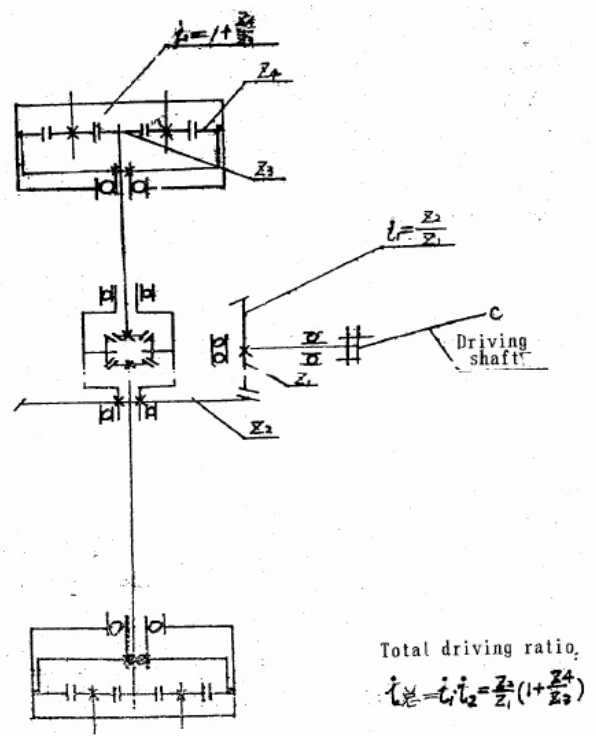

Fig. 3.4-2 Chart of driving system
b. Driving system figure see fig.3.4-2.